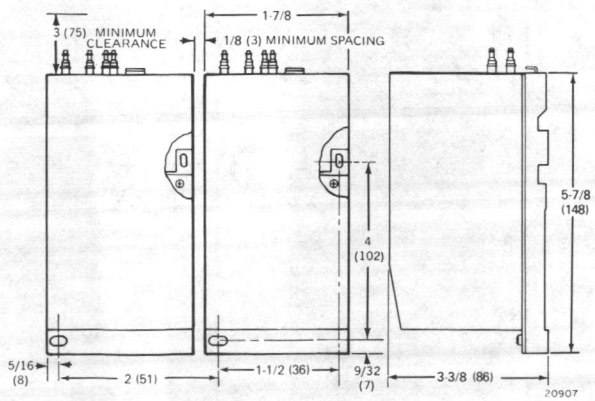

Fig. 1. RP920A Dimensions in Inches (Millimeters).
DIMENSIONS: See Figures 1 and 2.
1. Mark and drill two mounting holes for No. 8 fasteners. Use device as template, or use dimensions in Figures 1 and 2.